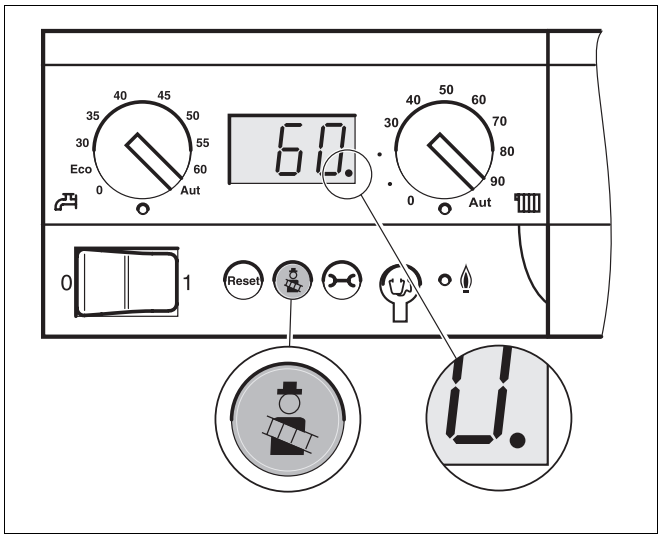

Rys. 43 Sterownik bazowy Logamatic BC10
- Uruchomić test spalin na sterowniku bazowym Logamatic BC10, naciskając przycisk "Test spalin" tak długo, aż na wyświetlaczu pojawi się kropka oznaczająca miejsca dziesiętne (rys. 43).